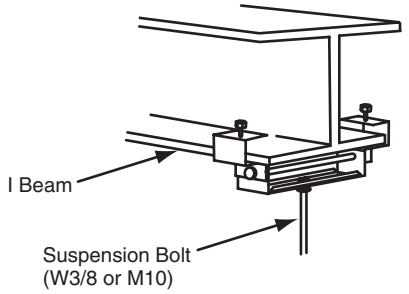

Fig. 4.4 Mounting the Suspension Bolts
(4) Check to ensure that the ceiling is horizontally level, otherwise drainage can not flow.
(5) Strengthen the opening parts of the false ceiling.
(6) Mount suspension bolts, as shown in Fig. 4.4.
(7) Strengthen suspension bolts with support plates for the earthquake resistant depending on the needs of the quakeproof. Apply M10 of suspension bolts and support plates for the earthquake resistant. (Field-Supplied)